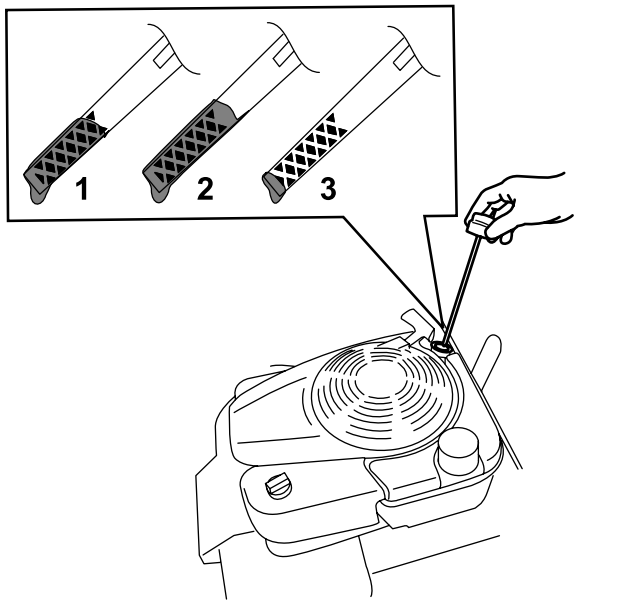

Figuur 33
3. Verwijder de peilstok door de dop linksom te draaien en eruit te trekken (Figuur 33).
10. Lees het oliepeil af van de peilstok (Figuur 33).